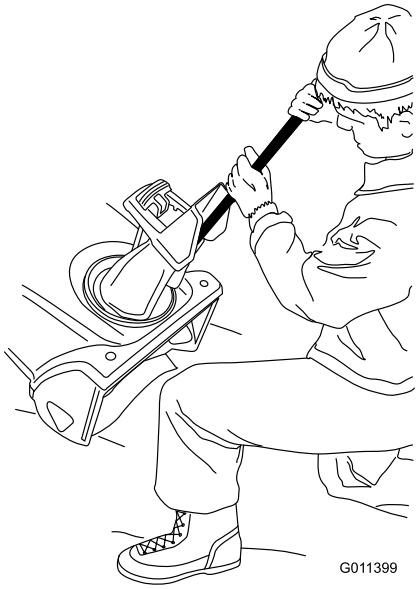

Figur 24
- Använd alltid en rensningsverktyg och inte händerna (Figur 24).